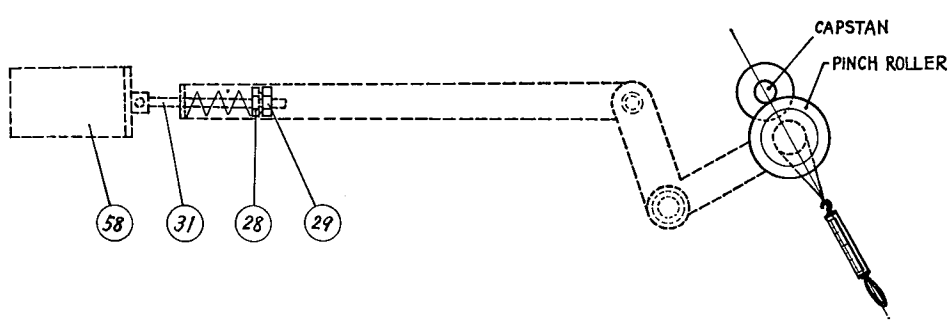

FIG. 5 PINCH ROLLER PRESSURE ADJUSTMENT
The pinch roller is forced against the capstan by the action of pinch roller solenoid (58, Fig. 5). Pinch roller pressure is supplied by the pinch roller pressure spring, and is adjusted by a lock nut on the capstan solenoid spade bolt (31, Fig. 5).
7. Slowly pull the scale away with sufficient power to cause the pinch roller to leave the capstan, reading the scale at the instant the pinch roller leaves the capstan. The scale reading should be 5 ~ 5.5 pounds. If necessary, adjust the nut (28) shown in Fig. 5.